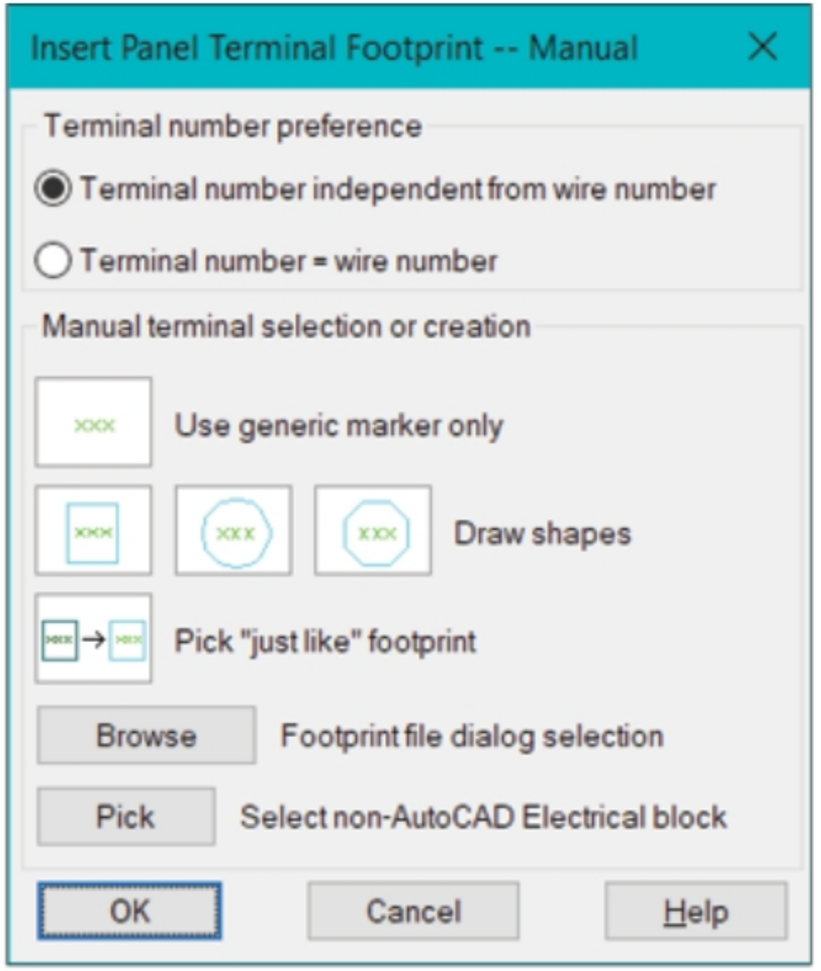

Figure-50. Insert Panel Terminal Footprint-Manual dialog box
- Click on the **Insert Terminals (Manual)** tool from the **Insert Terminals** drop-down in the **Terminal Footprints** panel of the **Ribbon**. The **Insert Panel Terminal Footprint--Manual** dialog box will be displayed; refer to Figure-50.